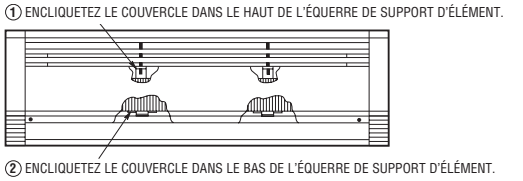

**Figure 7. Fixation du couvercle**
11. Remettez en place le couvercle frontal en ajustant la lèvre supérieure du couvercle sur les pattes de chaque boîtier de raccordement et le bord supérieur d'équerre(s) de support d'élément de chauffe. Faites pivoter le couvercle vers le bas, en poussant ses angles inférieurs vers l'intérieur. Mettez deux vis (enlevées précédemment à l'étape 4) au travers du couvercle dans les boîtiers de raccordement. Vérifiez que le bas du couvercle est engagé dans le bas de chaque équerre de support d'élément. Voir la Figure 7.
3. Après une intervention de nettoyage ou de service, remettez en place le couvercle de l'avant en vous assurant qu'il est bien fixé dans chaque support d'élément en haut et en bas (Voir la Figure 7).